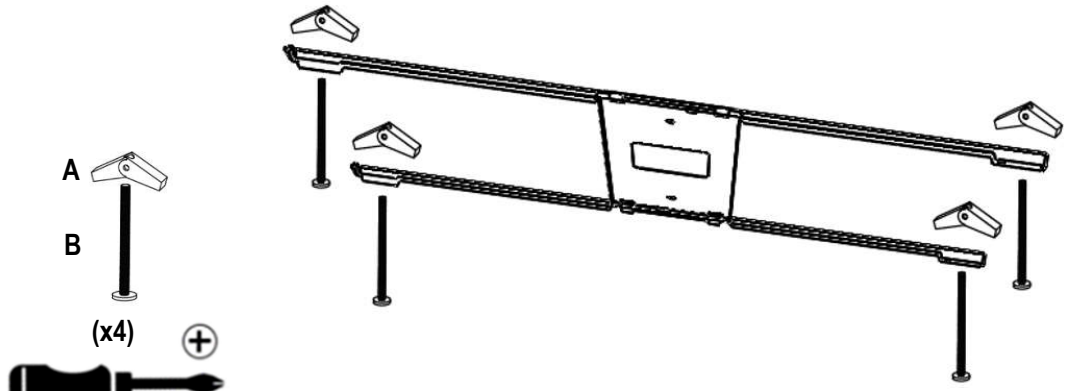

Figure 5A
- Les boulons traversent les trous à chaque extrémité des supports de suspension, puis sont vissés dans les écrous à genouillère, voir la figure 5A.